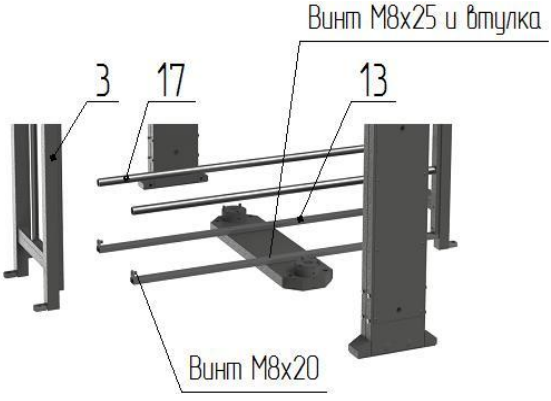

Рис. 3
– к вертикальным стойкам лицевых решеток с внутренней стороны установите нижние стяжки **13** и закрепите винтами М8 к решеткам и к плоскости напольной плиты **7** (рис.3)**;**